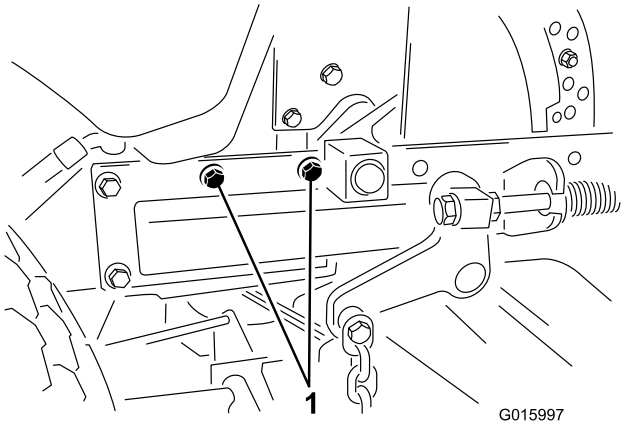

**Figura 6**
4. Repita los pasos 1-3 en el lado derecho (Figura 6).